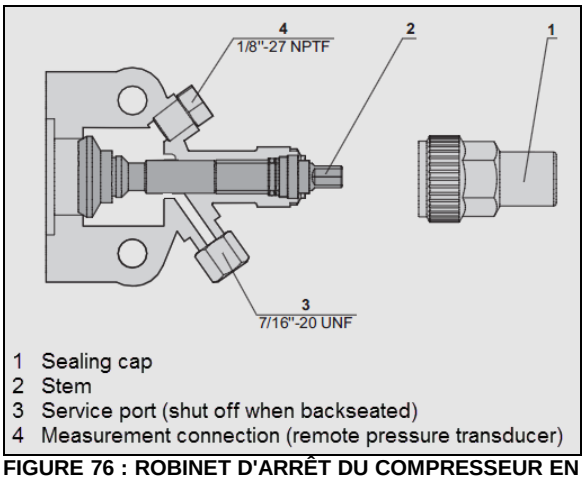

FIGURE 76 : ROBINET D'ARRÊT DU COMPRESSEUR EN POSITION SIÈGE AVANT
3. Fermer (siège avant) le robinet d'arrêt d'évacuation du réservoir de stockage en tournant la tige dans le sens horaire (Figure 42 et Figure 76).
10. Fermer (position siège avant) le robinet d'arrêt d'aspiration du compresseur (Figure 76).